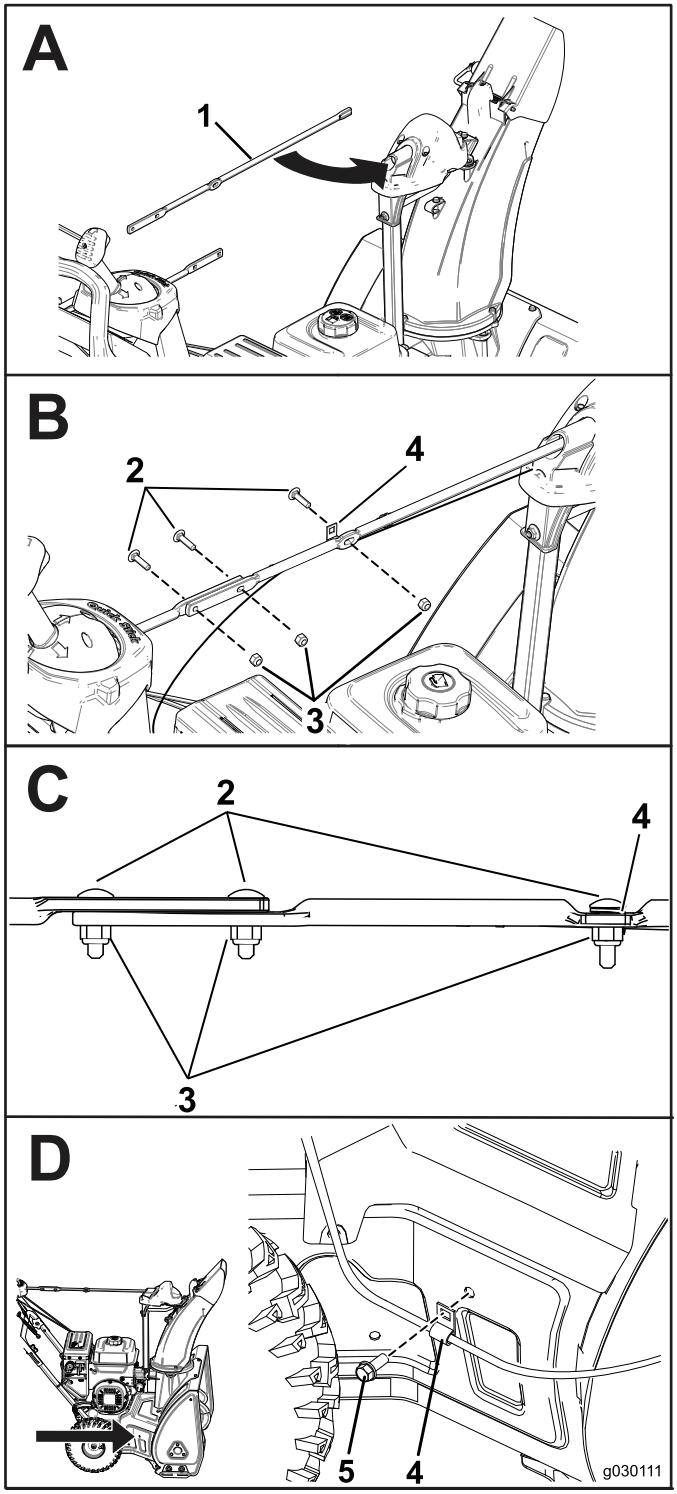

Figura5
2. Asamblaţi tija jgheabului şi fixaţi cablurile (Figura5).